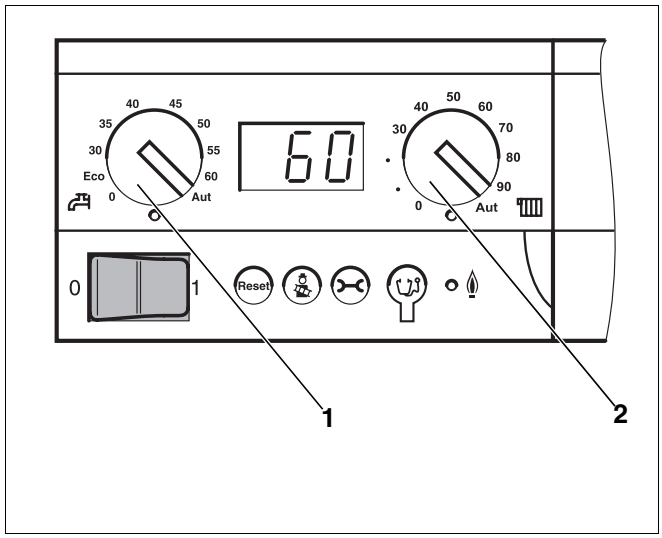

Abb. 41 Basiscontroller Logamatic BC10
- Drehknopf für „maximale Kesseltemperatur“ (Abb. 41, **Pos. 2**) und Drehknopf für „Warmwasser-Sollwert“ (Abb. 41, **Pos. 1**) auf „Aut“ stellen.